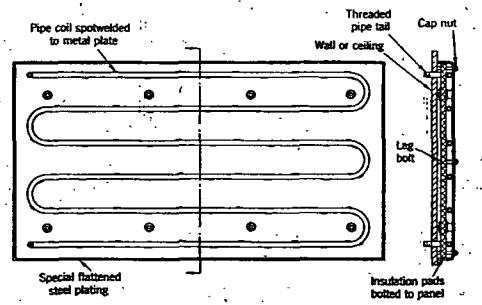

FIG. 5. PILLAR TYPE RADIANT HEAT PANEL
4. *By attaching separate heated metal plates or panels to the interior surfaces.* These plates or panels are placed either in an insulated recess so that the surface of the panel is flush with the surface of the walls or ceilings, or they may be secured to the face of the wall. They may be covered with wood veneers and decorated to harmonize with other parts of the room, or they may be cast into panels to imitate oak or other wood designs. With flat plate panels it is common practice to use a frame of plaster, wood, metal or composition to allow for expansion. These plates may be heated with either hot water or steam and connected as in an ordinary radiator system. See Figs. 5 and 6.